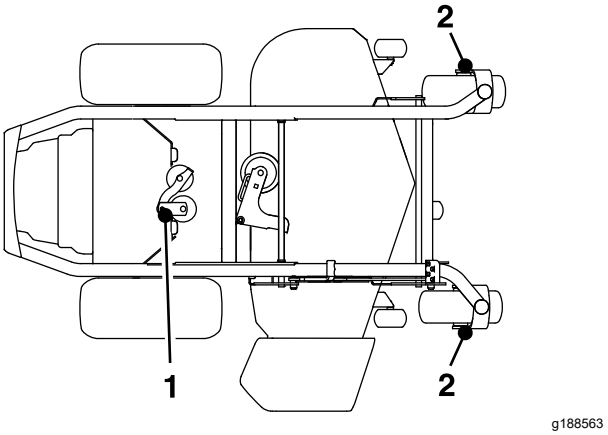

**Figur 39**
4. Smør pumpens styreremskivedrejeled med 1 til 2 pumpefulde fedt (Figur 39).
5. Smør de forreste styrehjuls aksler (Figur 39).